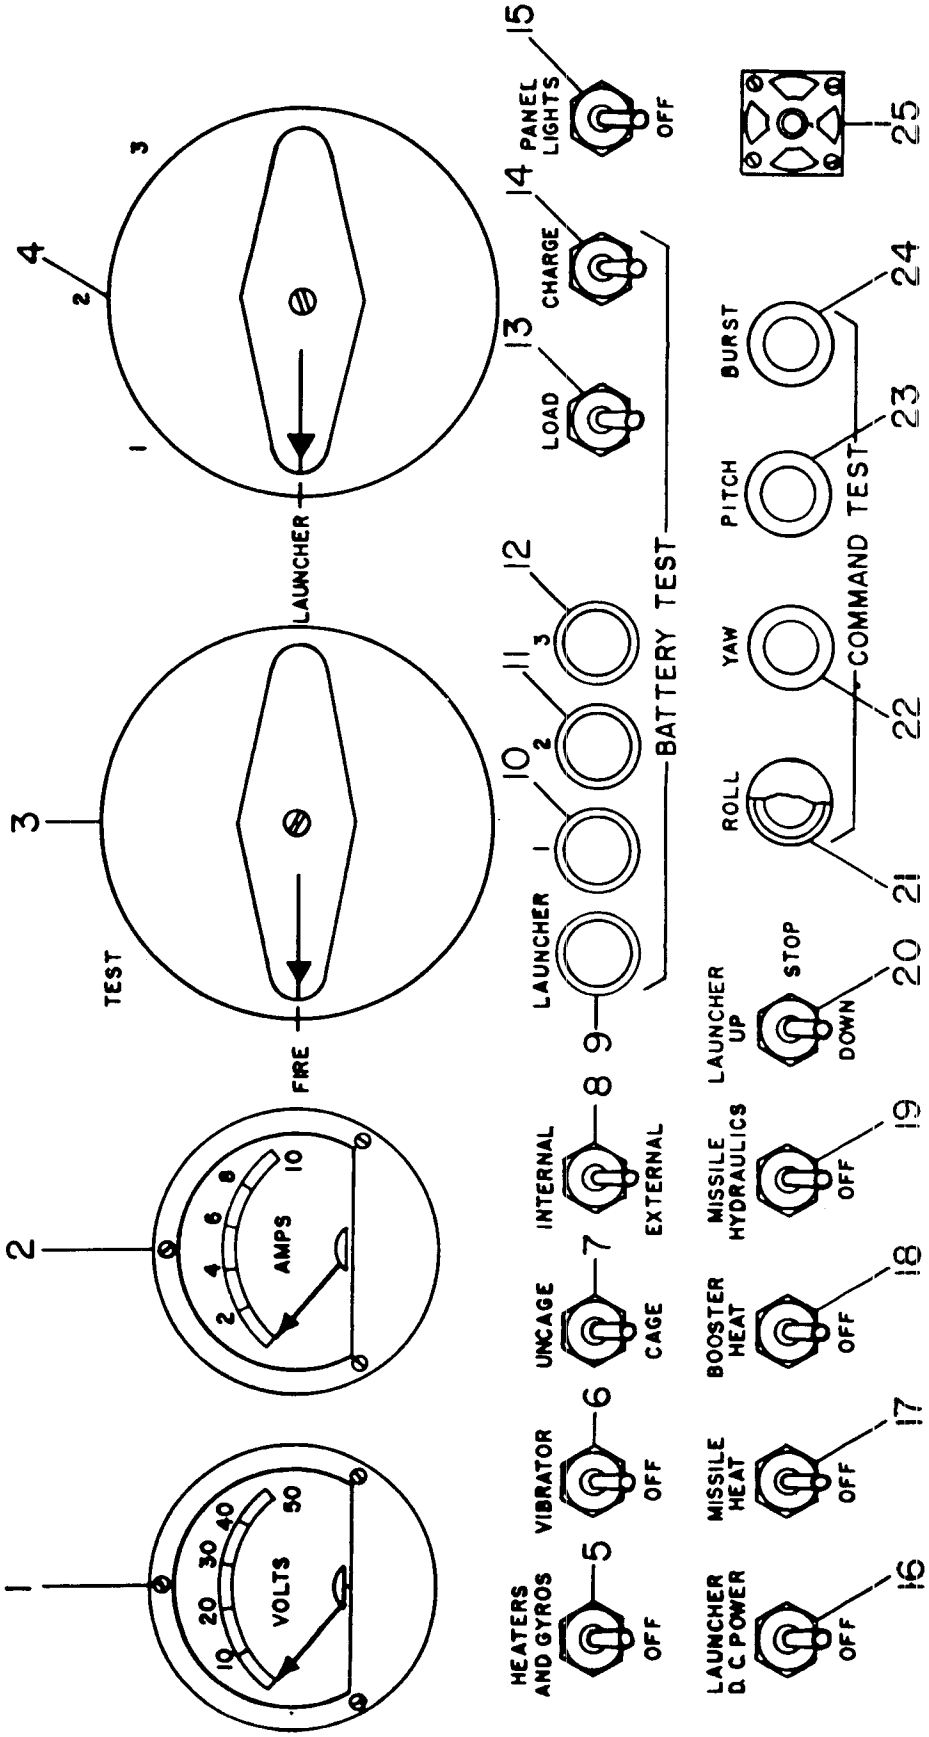

*Figure 56. Launcher operating panel.*
*j. Launcher Operating Panel* (fig. 56). The launcher operating panel contains the necessary meters, indicator lights, and switches to test the missiles on the launcher-loader assembly. The panel is a sheet metal container approximately 17 inches high, 17 inches long, and 8 inches wide. When emplaced, it is attached to the forward (pintle) side of the loading rack and about three feet to the left of the launcher base. In transit, it is attached to the left side of the launcher base structure. The launcher operating panel is connected by cables to the missile rf test set, to the electrical junction box at each missile test station on the loading racks through connections at the launcher junction box, to the erecting arm, the hydraulic power unit, and to the section operating and power cabinet. Provisions are included for connecting the launching area portable checkout set. Table XXXVII shows the controls and indicators and the purpose of each.